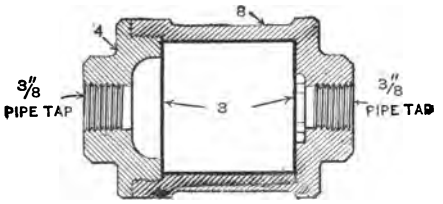

FIG. 49.—AIR STRAINER ON ENGINE.
*Q. What is the object of the air strainer (Fig. 49)?*
A. Of the body 8 (Fig. 49), perforated brass discs 3,
*Q. Is any material other than curled hair ever used to fill in the space between the perforated plates 3 (Fig. 49)?*